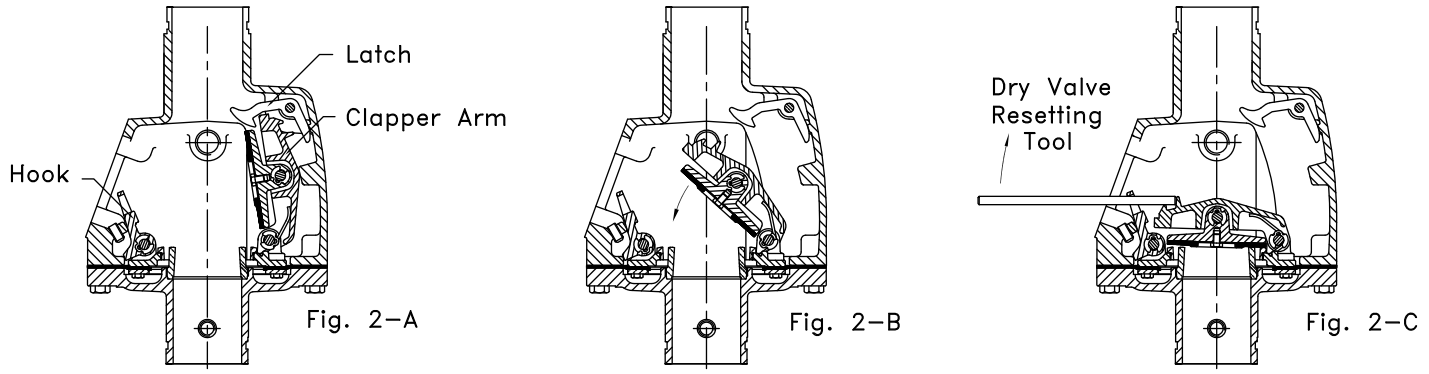

Figure 2 - Resetting the Dry Valve
2. The Model F-2 Dry Valve must be installed in the vertical position as shown in Figure 2.
(Refer to Figure 2.)
8. To set the dry valve clapper (Refer to figures 2 & 3)
a. Raise the latch (2) to release spring loaded clapper arm assembly (8) from the latched open position.
b. Move the clapper arm assembly (8) down toward the horizontal position (see Figure 2-B).
c. While holding spring loaded clapper arm assembly (8) down, insert the re-setting tool through the hole in hook assembly (15), across the fulcrum cast on top of clapper arm assembly (8) until the re-setting tool contacts the stopping boss as shown in Figure 2-C.
d. Apply a sharp upward force at the end of the re-setting tool. Hook (15) will slide forward on the re-setting bar and latch the clapper closed with a positive setting action (see Figure 2-C).
5. OPERATION (Refer to Figure 2)
The clapper (5) and air plate (11) assemblies combine to form a floating member assembly. With the clapper assembly (5) latched closed, system air pressure forces the member assembly down, sealing the water seat (16) from the intermediate chamber. When a sprinkler operates, the system air pressure is reduced. When system air pressure is reduced to the differential tripping point of the valve, water supply pressure in the inlet chamber lifts the member assembly off the water seat (16) and flows into the intermediate chamber. As the member assembly continues to rise, the latching hook (15) is forced against operating pin (23), which causes the hook (15) to pivot on hook rod (6b) and unlatch the clapper. The clapper is spring loaded and swings to a full-open locked position (See Figure 2-A).